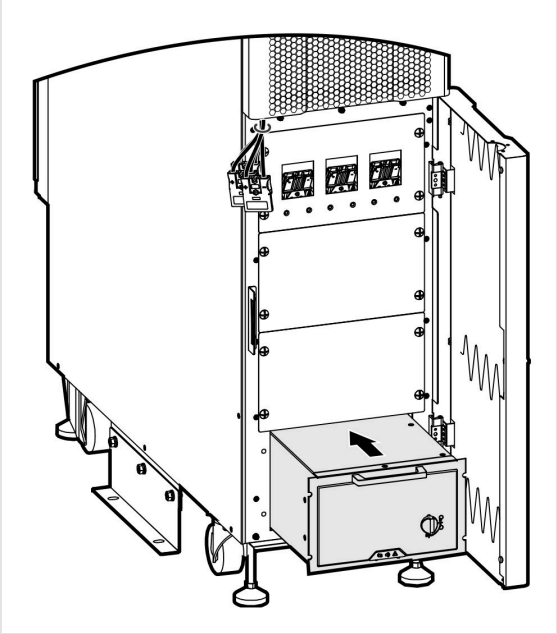

FIGURE 4-13 Inserting a module
4. Check that the module knob is on the open padlock (Section 2.8). Slide the module into the bay (Figure 4-13).